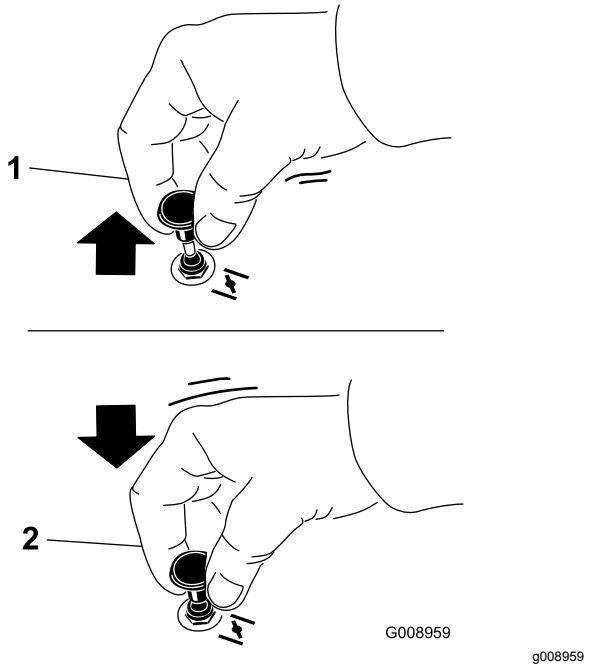

Figure 24
1. Tirez sur la commande de starter pour engager le starter avant d'utiliser le commutateur d'allumage (Figure 24).
2. Appuyez sur la commande pour désengager le starter après le démarrage du moteur (Figure 24).